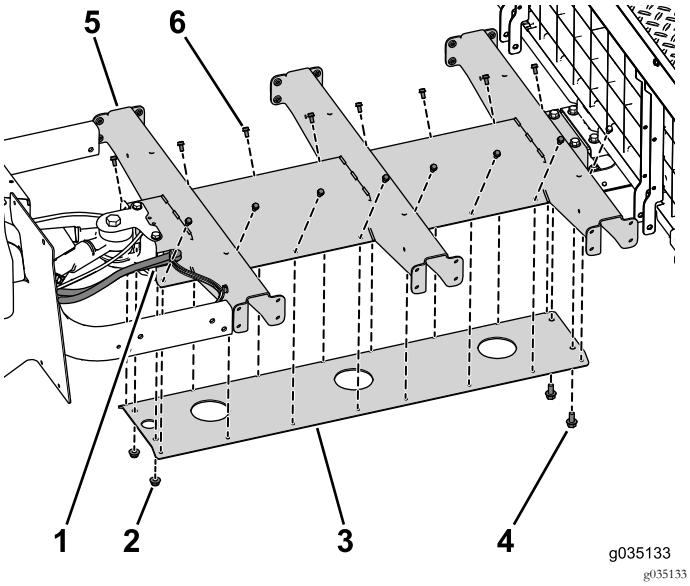

Figur 78
2. Monter løst de to boltene (3/8 x 3/4 tomme), 16 boltene (1/4 x 1/2 tomme) og de to flensmutrene (3/8 tomme) for å feste bunnplaten til midtkanalen (Figur 78).